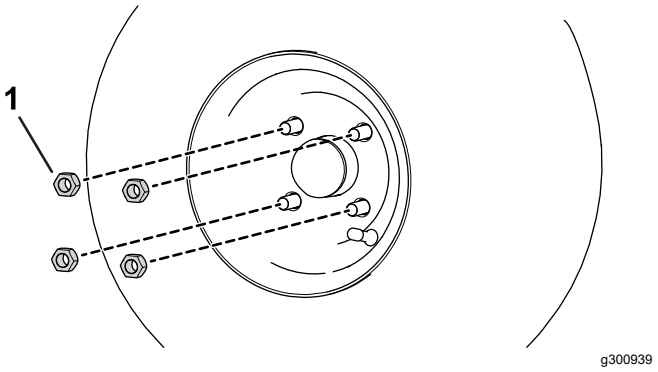

Figur 7
1. Använd de tidigare borttagna hjulmuttrarna för att fästa hjulet på navet (Figur 7).